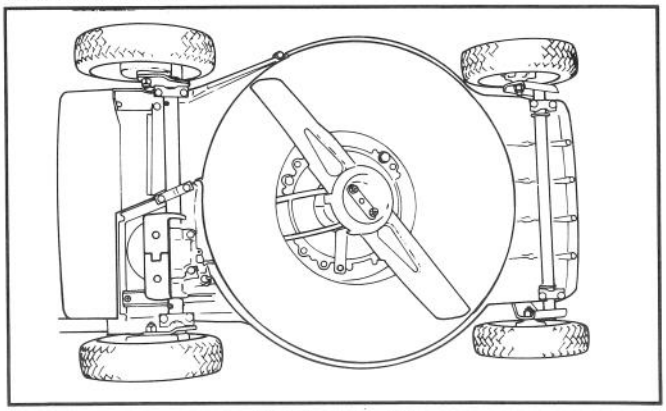

Abbildung 29
2. Den Mäher auf die linke Seite kippen (Abb. 29). Drehen des Mähmessers vermeiden, da das zu Startproblemen führen könnte.